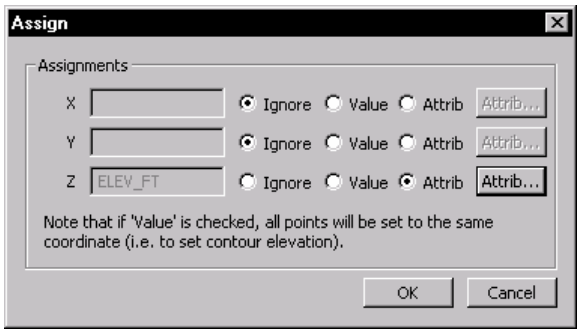

Figure 10.3: Assign Dialog
7. Press the *Assign* button or select Edit | Modify Selected Feature(s) | Assign. Again “Warning No Space for Undo” appears Press OK to continue. Turn on the *Attrib* beside “Z” as shown in Figure 10.3.